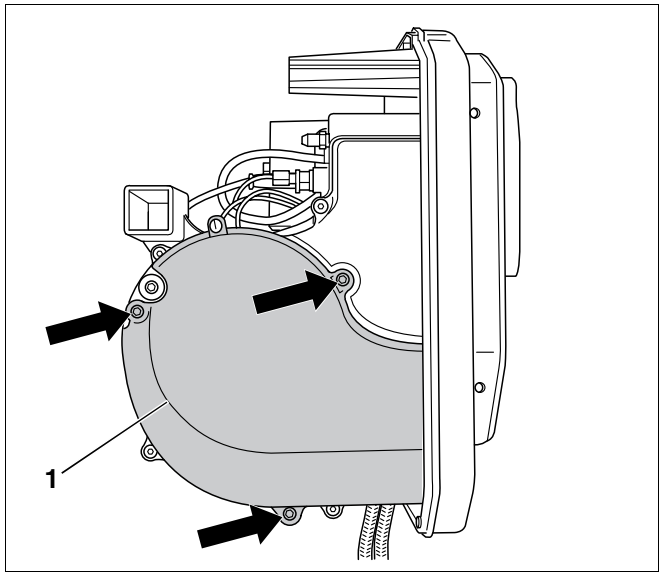
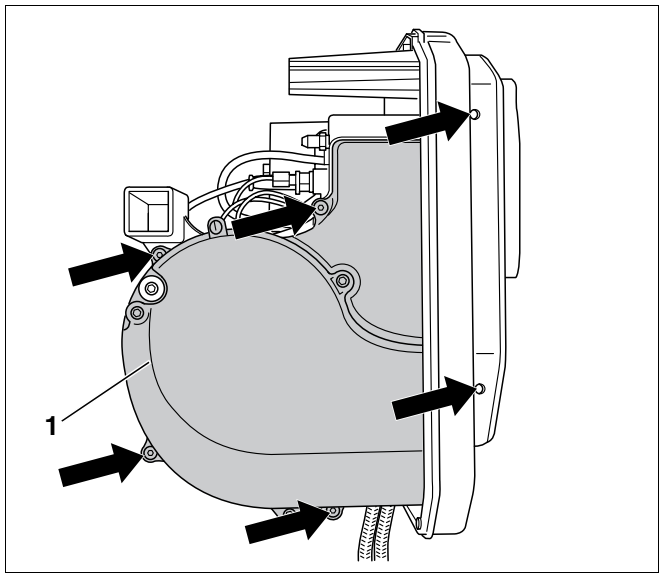

Fig. 42 Smontare il silenziatore d'aspirazione dell'aria nei bruciatori tipo 34 - 70
Fig. 43 Smontare il coperchio della ventola
Smontare il silenziatore d'aspirazione (fig. 42, **pos. 1**), prima di allentare il coperchio della ventola.
- Allentare le viti di fissaggio (fig. 42, frecce) e rimuovere il silenziatore d'aspirazione (fig. 42, **pos. 1**).
- Fissare nuovamente il coperchio della ventola (fig. 43, **pos. 1**, pagina 37) ed il silenziatore d'aspirazione (fig. 42, **pos. 1**, pagina 37).